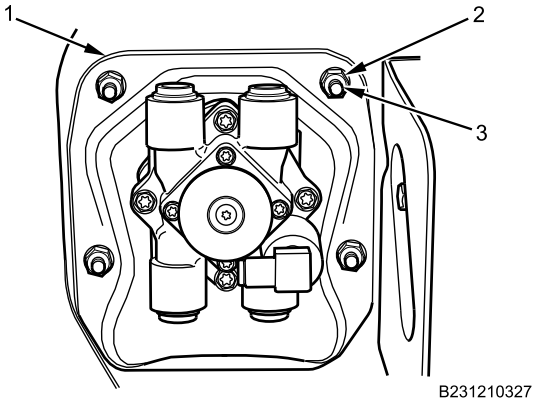

Figure 5. Foot Brake Valve and Bracket.
13. Remove four nuts (Figure 5, Item 2) and foot brake valve bracket (Figure 5, Item 1) from DCM bracket studs (Figure 5, Item 3).